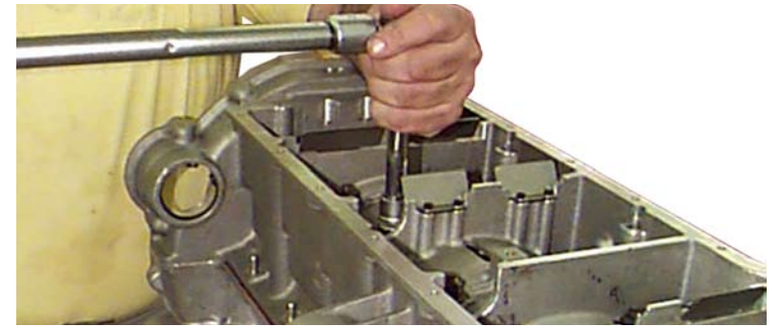

Fig.1
2. Unscrew the bolts which mount the crankcase to the lower part of the crankcase (**Fig.1**).